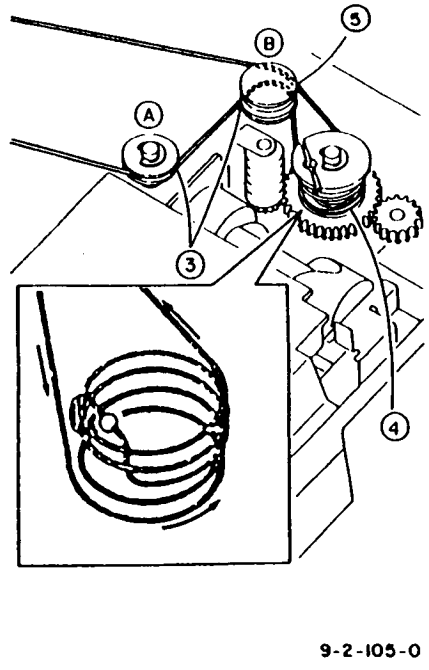

Рис.6 Прокладка тросика
4. Провести тросик по нижним секциям шкивов A и B ((3) и (4) на рис.6).
5. Намотать тросик приблизительно на два оборота против часовой стрелки и вверх на шкив тросика объектива, вставить шарик в канавку в шкиве, затем намотать его еще на 2,5 оборота (всего 4,5 оборота) (увеличенный вид на рис.6).
6. Провести тросик по верхней секции шкива B ((5) на рис.6) и шкива C (рис.7), затем навесить концы тросика на пружину и на каретку объектива.